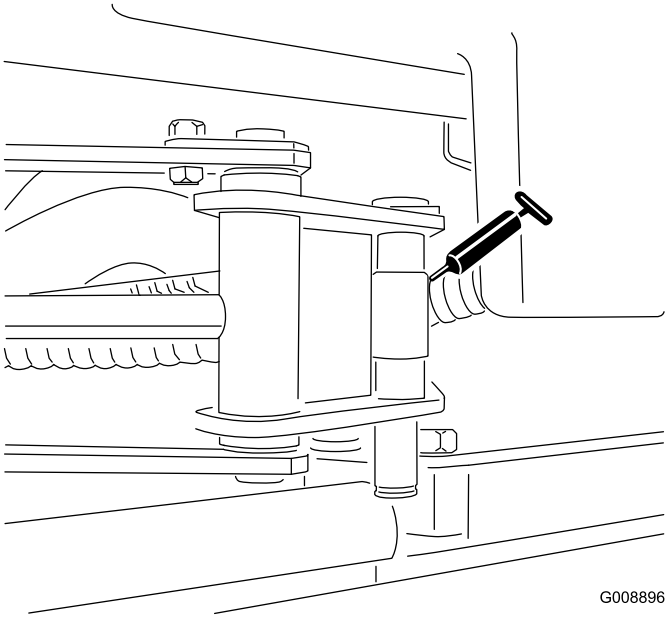

Figur 32
- Sidespolecylinderenderne (2) (Figur 32)